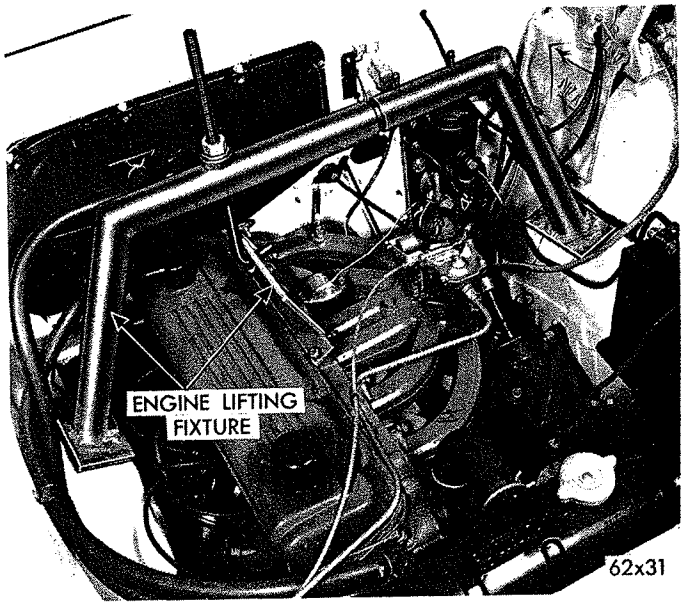

*Fig. 49—Engine Lifting Fixture (6 Cyl. Engine)*
(6) Rotate engine with remote control switch to locate two converter to drive plate bolts at "5 and 7 o'clock" positions. Remove the two bolts, rotate engine with switch and remove the other two bolts. **Do not rotate converter or drive plate by prying with a screw driver or similar tool as the drive plate might become distorted. Also, starter should never be engaged if drive plate is not attached to converter with at least one bolt or if transmission case to engine bolts have been loosened.**
(7) Disconnect negative (ground) cable from the battery.
(8) Remove the starting motor assembly.
(9) Disconnect wire from the neutral starting switch.
(10) Disconnect gearshift rod from the transmission lever. Remove the gearshift torque shaft from transmission housing and left side rail.
(11) Disconnect throttle rod from throttle lever on the transmission.
(12) Disconnect oil cooler lines at transmission and remove oil filler tube. Disconnect the speedometer cable.
(13) Disconnect propeller shaft at rear universal joint. Carefully pull shaft assembly out of the extension housing.
(14) Remove rear mount to extension housing bolts.
(15) Install engine support fixture, Tool C-3487 (8 cyl. engine) or Tool C-3809 (6 cyl. engine) and raise the engine slightly (Fig. 49 or 50).
(16) Remove crossmember attaching bolts and remove the crossmember.
(17) Place a transmission service jack under transmission to support the assembly.
(18) Attach a small "C" clamp to edge of bell housing to hold converter in place during removal of the transmission.
(19) Remove the bell housing retaining bolts. Carefully work transmission rearward off engine block dowels and disengage converter hub from end of the crankshaft.
(20) Lower transmission jack and remove trans-